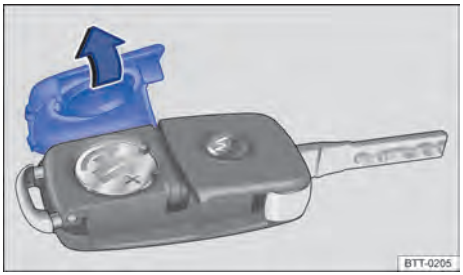

Fig. 24 Chave do veículo: abrir a cobertura do alojamento da bateria.
- Retirar a cobertura no lado posterior da chave do veículo ⇒ Fig. 24 no sentido da seta ⇒ ⓘ.
- Posicionar a cobertura conforme indicado ⇒ Fig. 24 e pressionar no sentido contrário ao da seta sobre a carcaça da chave do veículo até encaixar.